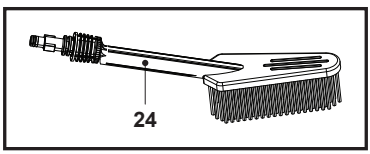

Fig. 15
Peria de spălare (24) poate îndepărta cu ușurință murdăria, grăsimea și reziduurile persistente, lăsând în urmă suprafețe curate care arată ca noi, și poate ajunge în locuri greu accesibile (fig. 15).